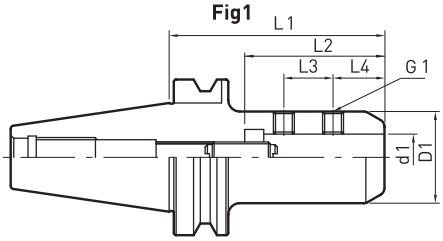

Fig2
• Fig 2의 경우 특수 Pull Stud Bolt가 사용됩니다.
• Fig 2 to used special P/S bolt